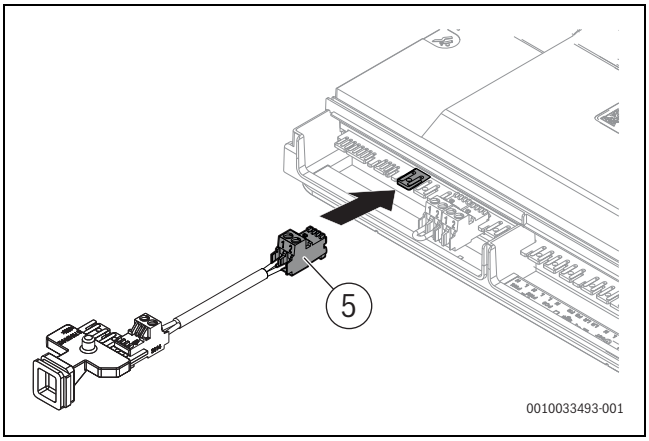

Rys. 117 Podłączanie przewodu magistrali BUS do gniazda BUS na listwie zaciskowej
- Przewód magistrali BUS na listwie zaciskowej (→ rys. 117, [5]) podłączyć do gniazda BUS na listwie zaciskowej.